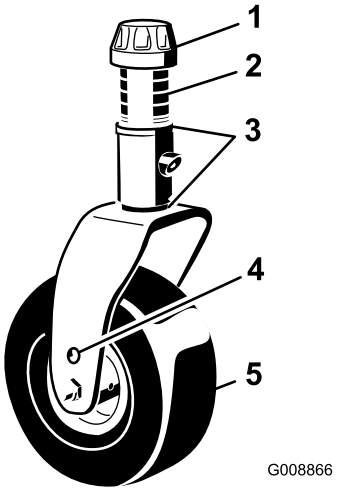

Figura 16
3. Retire a tampa de fixação do eixo roscado desloque o fuso (Figura 16) para fora do braço da roda giratória. Coloque ambos os calços (3 mm) no eixo, tal como se encontravam originalmente. Estes calços são necessários para atingir a mesma altura ao longo de toda a largura das unidades de corte. Desloque um número apropriado de cunhas de 13 mm (consulte a tabela abaixo) para o eixo para obter a altura de corte desejada; em seguida, desloque a arruela para o eixo.